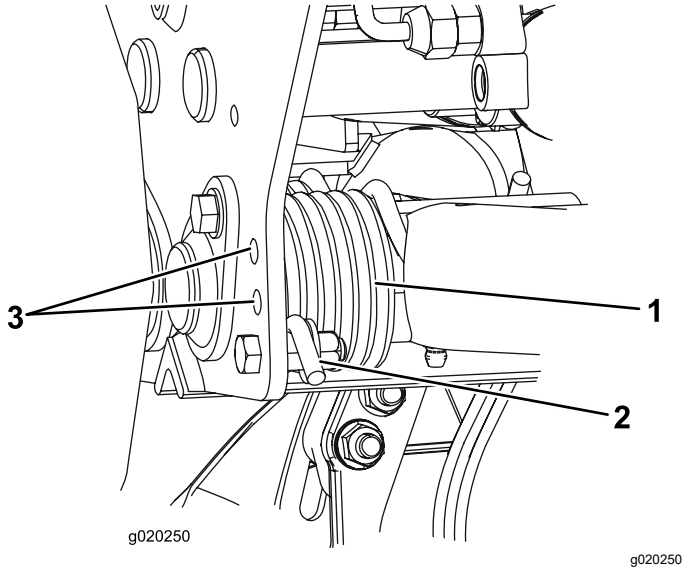

Figur 35
2. Sätt i ett rör eller liknande i den långa fjäderänden för att minska fjädrarnas spänning under justeringen (Figur 35).
3. När du minskar fjädrarnas spänning ska du ta bort skruven och låsmuttern som håller fast fjäderdonet på fästet (Figur 35).